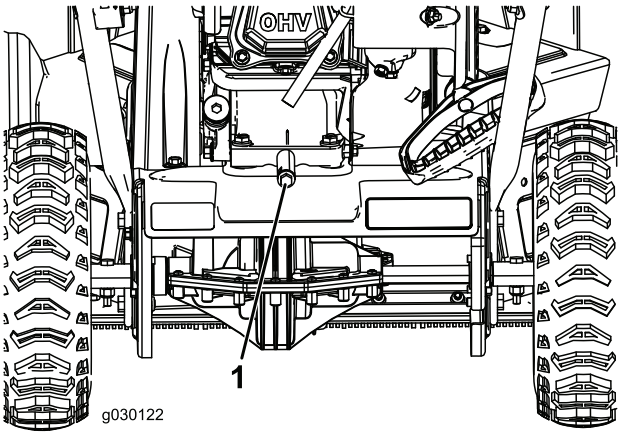

Figura20
2. Plasai o tavă de golire a uleiului sub buonul de golire a uleiului, scoatei buonul de golire a uleiului i înclinai maina în spate i scurgei uleiul uzat în tava de golire a uleiului (Figura20).